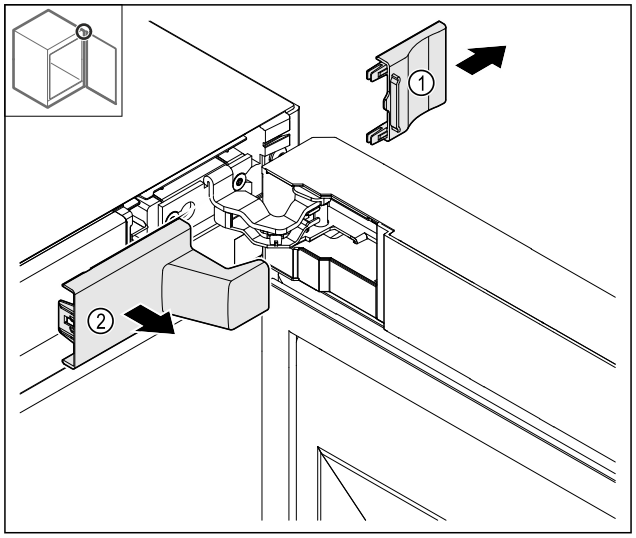

Fig. 9
- ▶ Afdekking *Fig. 9 (1)* en vervolgens *Fig. 9 (2)* verwijderen.